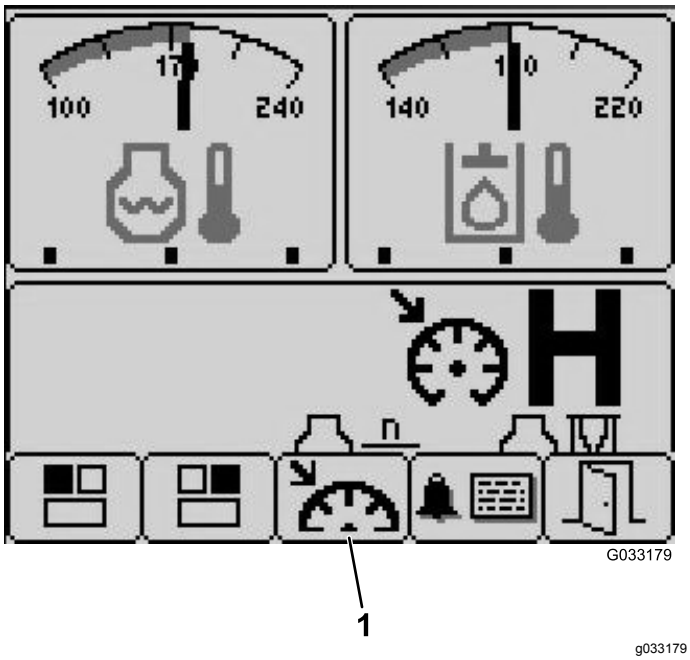

Figuur 28
3. Druk op knop 3 om naar het scherm Cruise control te gaan (Figuur 28).